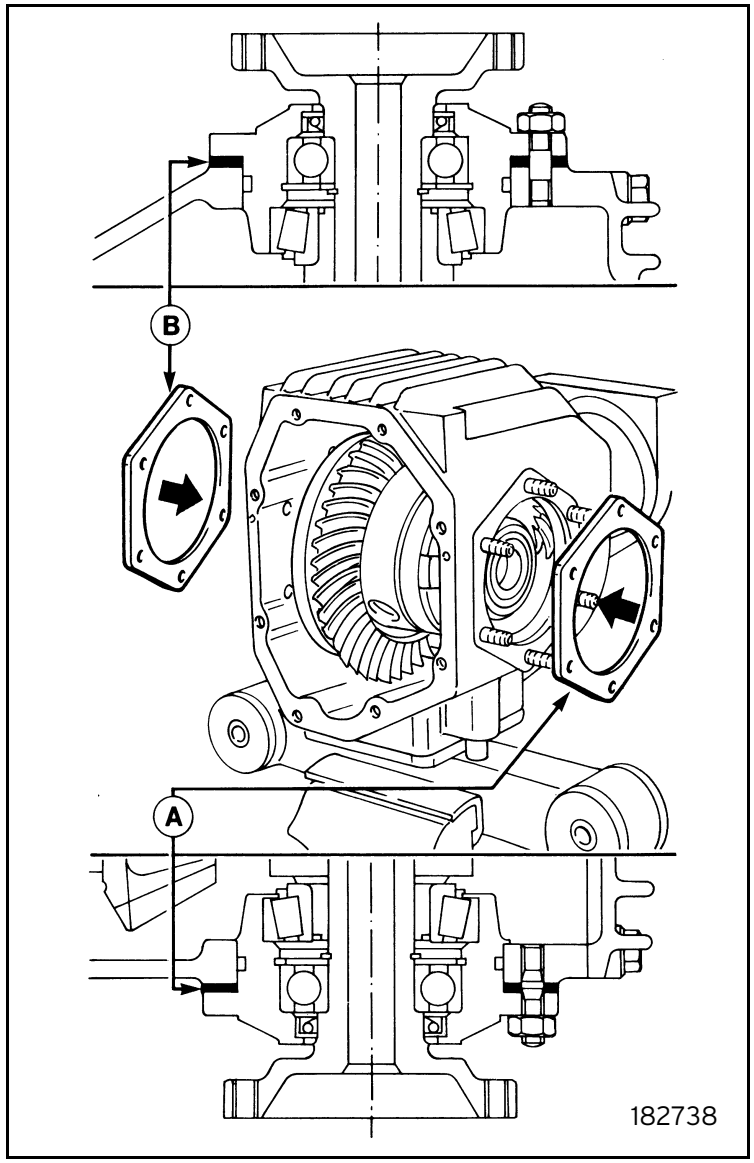

Fig. 38
- If this is not so, work on the adjustment shims as follows (figure 38):